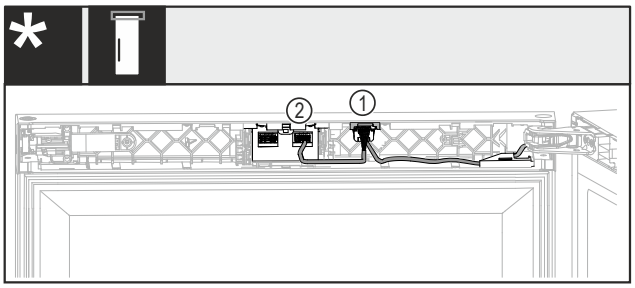

*Fig. 46 无锁或带机械锁**
▶ 将插头和两根电缆 *Fig. 46 (1)*推入到导向装置中。*
▶ 将插头和一根电缆 *Fig. 46 (2)*卡紧到右侧插座中。*